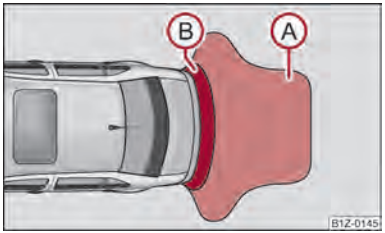
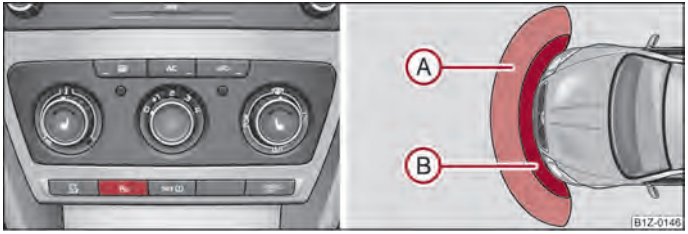

Fig. 102 Parking aid: Detection range of rear sensors
Fig. 103 Activating the parking aid/detection range of the front sensors
The clearance warning begins at a distance of about 160 cm from the obstacle (area (A) ⇒ fig. 102). The interval between the warning signals becomes shorter as the clearance is reduced.
The distance warning begins at a distance of about 120 cm from the obstacle in front of the vehicle (area Ⓐ ⇒ fig. 103) and about 160 cm from the obstacle behind the vehicle (area Ⓐ ⇒ fig. 102). The interval between the warning signals becomes shorter as the clearance is reduced.
The parking aid is activated when the **reverse gear** is engaged and the ignition is switched on or by pressing the button ⇒ fig. 103 - left, the symbol Pw lights up in the button. The activation is confirmed by a brief acknowledgement signal.
The parking aid is deactivated after pressing the button Pw ⇒ fig. 103 - left, or at a speed of more than 10 km/h - the symbol Pw in the button is no longer illuminated. ▶
- If a warning signal sounds for about 3 seconds after activating the system and there is no obstacle close to your car, this indicates a system fault. The fault is confirmed additionally when the symbol P flashes in the button ⇒ fig. 103 - left. Have the fault rectified by a specialist workshop.